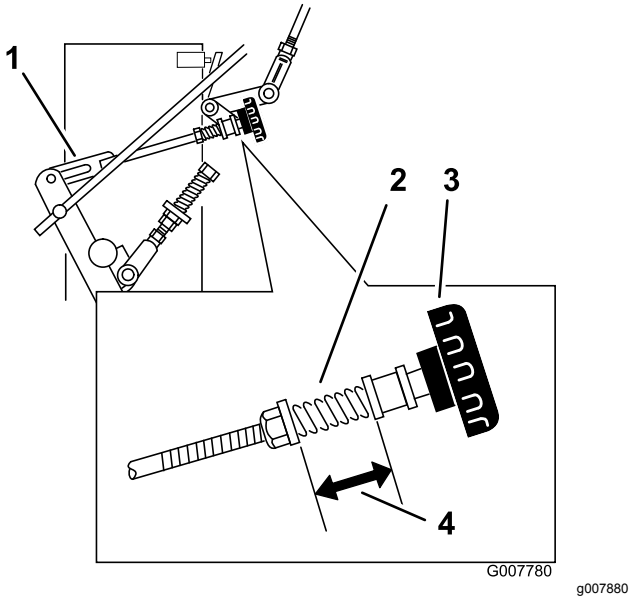

Figuur 38
3. Stel het mechanisme aan de rechterzijde af door de snelspoorknop linksom te draaien tot de band naar voren gaat draaien (Figuur 38).
4. Draai de knop per keer een kwartslag rechtsom. Zet vervolgens de toerenregeling naar voren en terug in de NEUTRAALSTAND. Herhaal dit totdat het rechterwiel niet langer naar voren draait (Figuur 38).
6. De veer waarmee de spanning op de knop wordt gehandhaafd, hoeft normaal gesproken niet te worden afgesteld. Als dit toch nodig is, pas de lengte van de veer dan aan tot 26 mm tussen de ringen (Figuur 38).
7. Pas de lengte van de veer aan door aan de moer aan de voorzijde van de veer te draaien (Figuur 38).